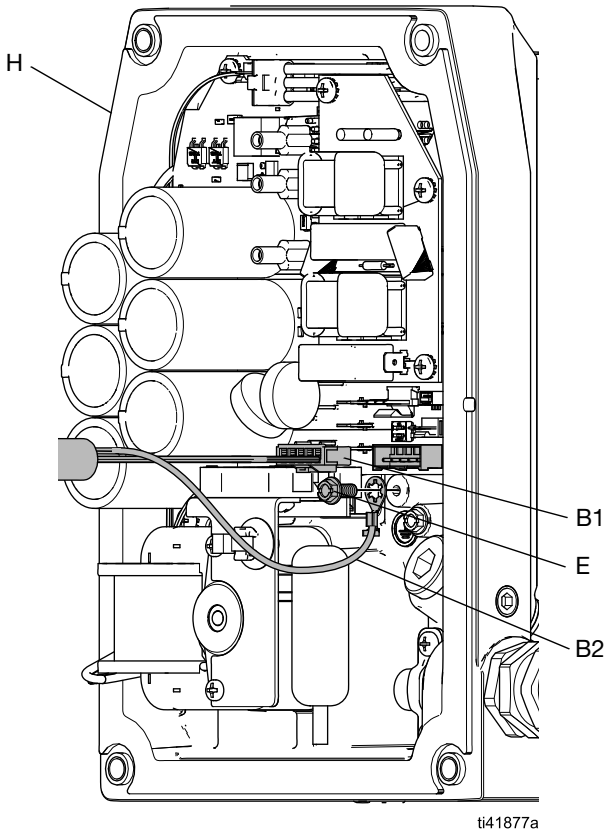

図 5: I/O ケーブルワイヤと I/O ケーブル接地線の接続
n. クランプトップファスナー (D) をしっかりと締めます。
5. I/O ケーブル接地線 (B2) と接地ファスナー (E) をコントロールハウジング (H) の穴に設置します。しっかりと締めます。**制御ボードへの接続** (8 ページ) を参照してください。
6. I/O ケーブル (B1) のプラグを制御ボードのソケットにつなげます。図 5 を参照してください。
7. コントロールカバー (F) を設置します。関連するモーターの取扱説明書を参照してください。**関連取扱説明書** (2 ページ) を参照してください。
1. I/O ケーブル接地線 (B2) と接地ファスナー (E) をコントロールハウジング (H) の穴に設置します。しっかりと締めます。図 5 を参照してください。
2. I/O ケーブル (B1) のプラグを制御ボードのソケットにつなげます。図 5 を参照してください。